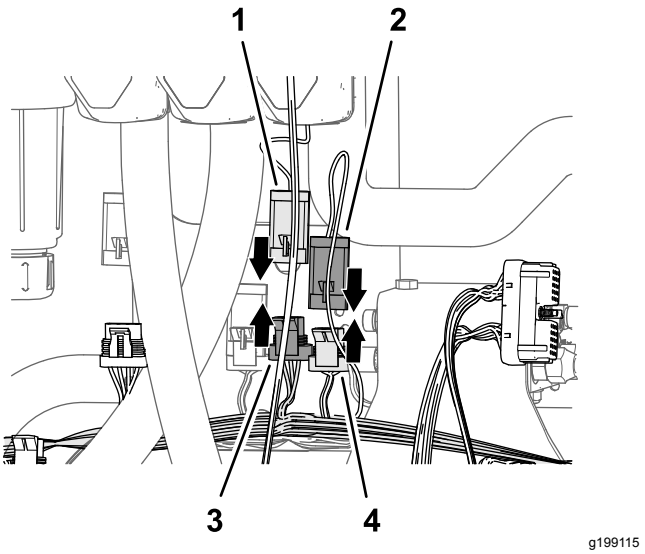

Rysunek 86
2. Podłącz złącze 3-stykowe odgałęzienia wiązki przewodów 89 cm oznaczone ZAWÓR GŁÓWNY do złącza 3-stykowego gniazdowego wiązki przewodów maszyny oznaczonego GŁÓWNY ZAWÓR ZRASZANIA (Rysunek 86).
3. Podłącz złącze 3-stykowe siłownika głównego zaworu zraszania do złącza 3-stykowego gniazdowego odgałęzienia wiązki przewodów 89 cm oznaczonego ZAWÓR GŁÓWNY (Rysunek 86).